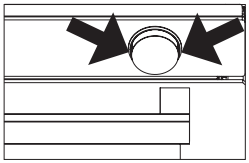
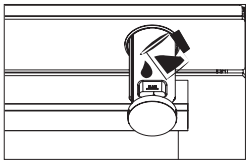
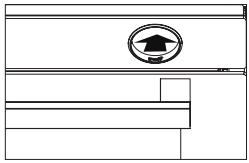

Figura 17
Figura 18
Figura 20
1. Rimuovere il contenitore dell'acqua estraendolo nei punti indicati dalla freccia. Riempire il contenitore dell'acqua (Vedere figura 17) e farlo scorrere nella direzione della freccia fino alla posizione iniziale per posizionarlo (Vedere figura 18,19). Dopo 10 minuti di preriscaldamento, far scorrere il contenitore dell'acqua nella direzione della freccia finché non si sente un "clic" (Vedi figura 20).